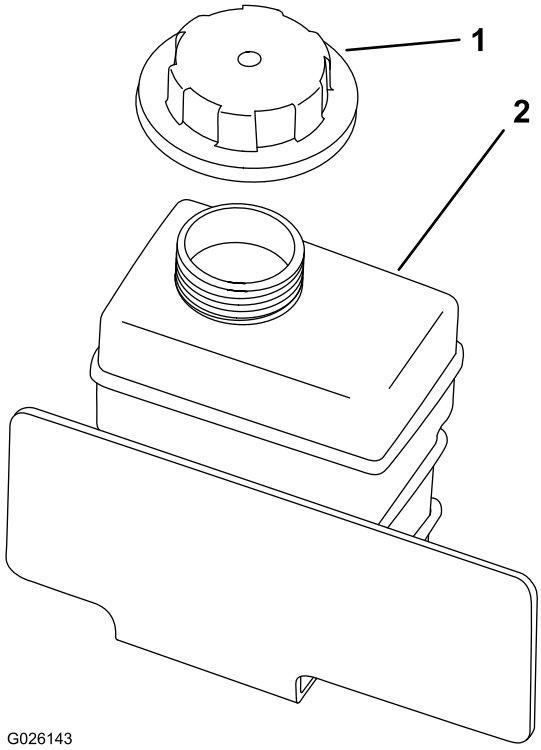

Figur 61
4. Ta bort locket på reservtanken (Figur 61).